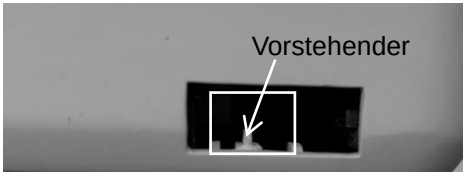

Abb. 5.3
6) Wenn der Streifenhalter trocken ist, setzen Sie den Streifenhalter in den Streifenhalterschlitz des Analysegerzustellen, dass es nass ist, aber nicht tropft, und wischen Sie die Oberfläche des Streifenhalters weiter ab.Sie darauf, dass beim Ab) mit dem Vorsprung des Streifenhalterschlitzes (Abb. 5.3) aus und schieben Sie den Streifenhalter dann in den Schlitz.